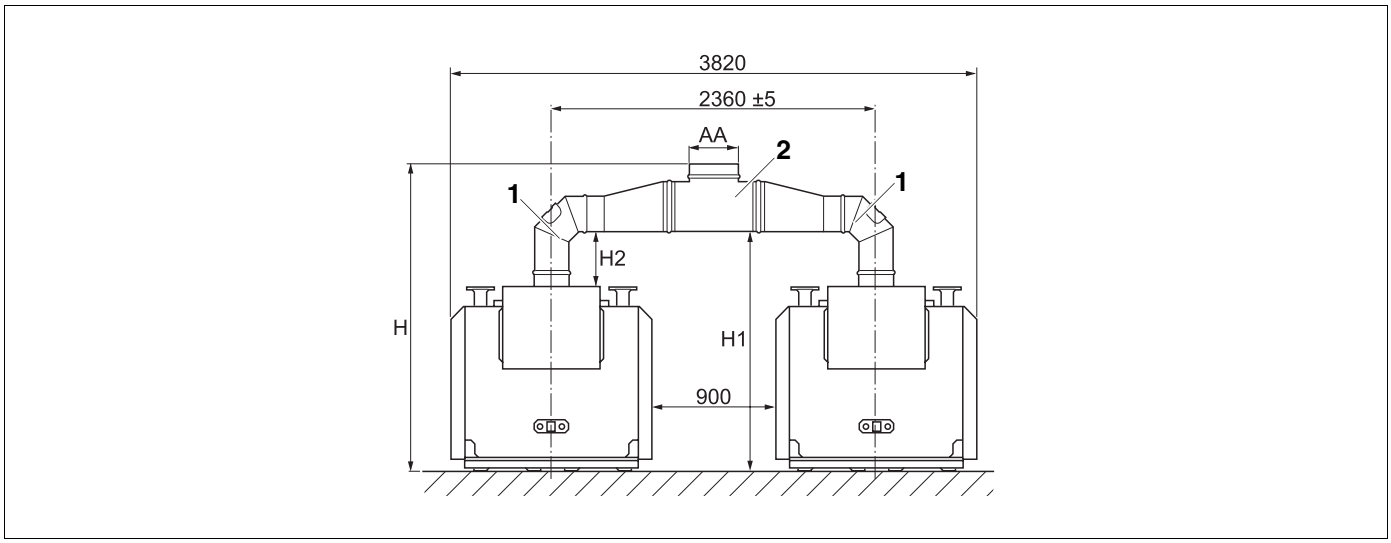
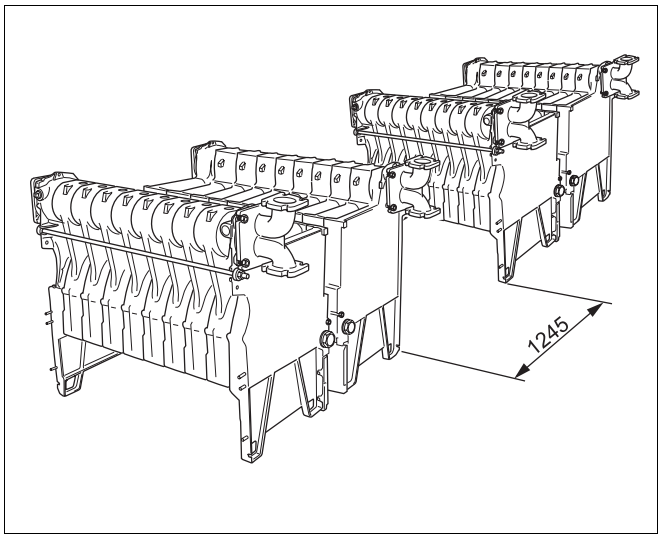

Afb. 73 Logano GE434 dubbele ketel (maten in mm)
Afb. 74 Afstand tussen de voetjes van de eindelementen (maten in mm)
De beide afzonderlijke ketels Logano GE434 worden op een afstand van 900 mm van elkaar opgesteld (afb. 73). Het is raadzaam, om na de opstelling van het 1e ketelblok en voor het aanbrengen van de ketelmantel eerst het 2e ketelblok op een afstand van 1245 mm (afstand tussen de voetjes van de eindelementen, afb. 74) op te stellen.
De rookgasverbinding wordt opgebouwd door het in elkaar steken van de afzonderlijke delen (afb. 73).
Het aftakkingsonderdeel (afb. 73, **pos. 2**) kan tot 90° naar voor of naar achter gedraaid worden.
Vanaf het aftakkingsonderdeel (afb. 73, **pos. 2**) moet de rookgasleiding ondersteund worden.